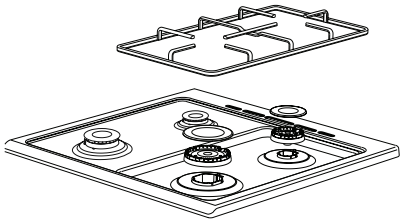

Figura 1
**1.** Eleve la rejilla, la tapa del quemador y el quemador del producto de forma que el inyector quede visible (Véase la figura 1).